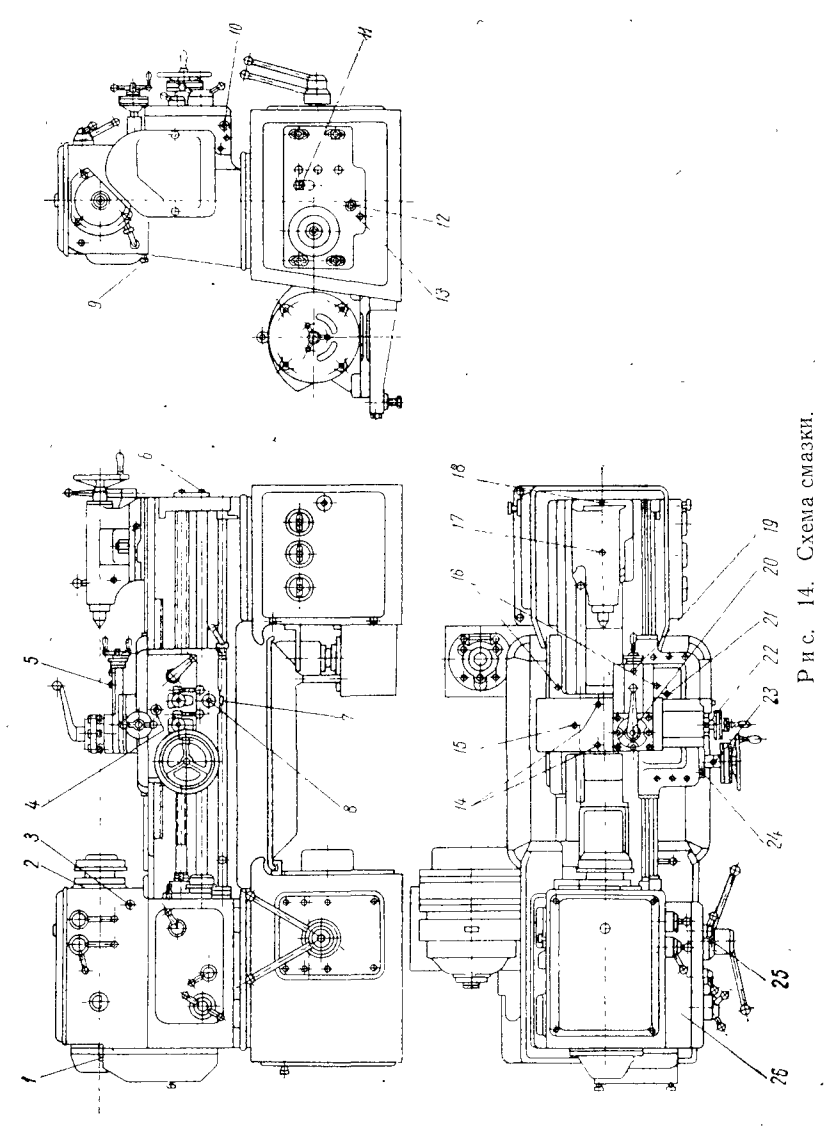

Рис. 14. Схема смазки.
Из лотка оно попадает в необходимые места смазки. Масло в коробку скоростей заливается через пробку *11,* уровень его контролируется по маслоуказателю *12* (рис. 14); отработанное масло удаляется через пробку *13.*
**Суппорт и задняя бабка** смазываются вручную. Места смазки указаны на схеме (см. рис. 14) и в карте смазки.